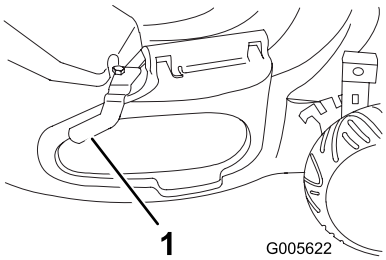

Figur 26
1. Fjern bolten og sidedækselklemmen; sæt dernæst bolten i hullet igen, og gem klemmen til fremtidig brug (Figur 26).